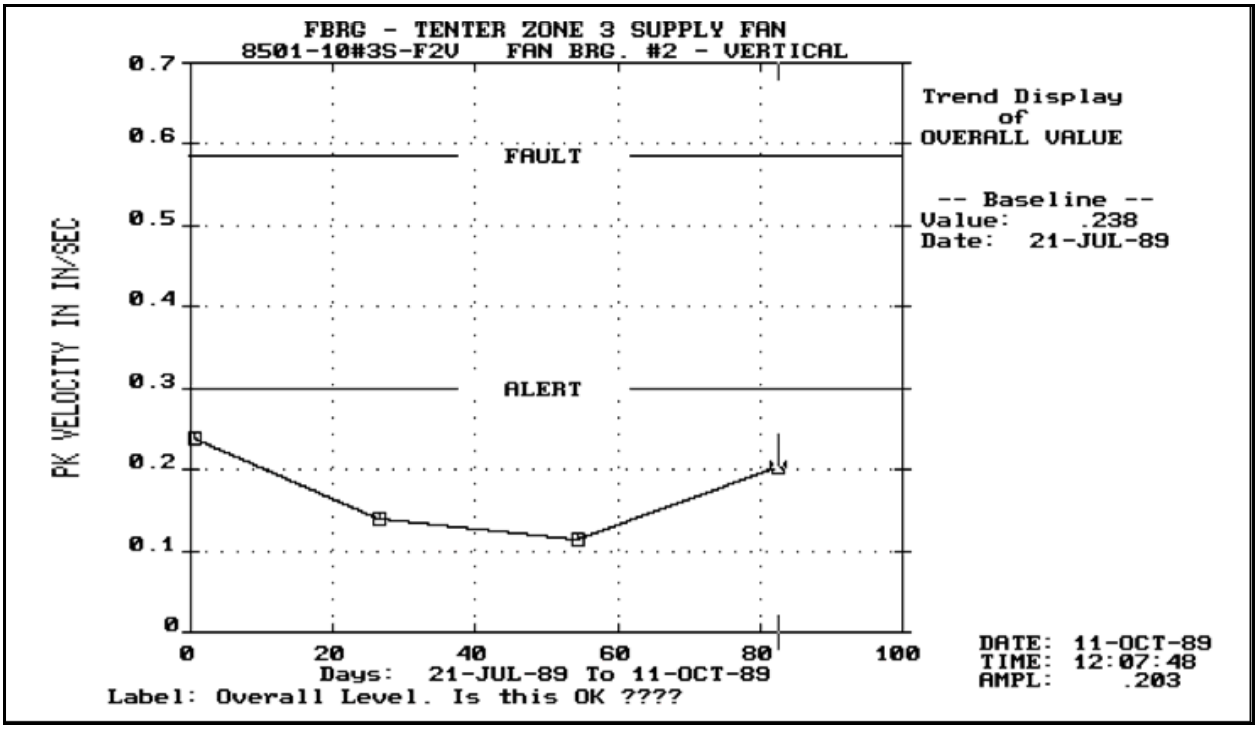
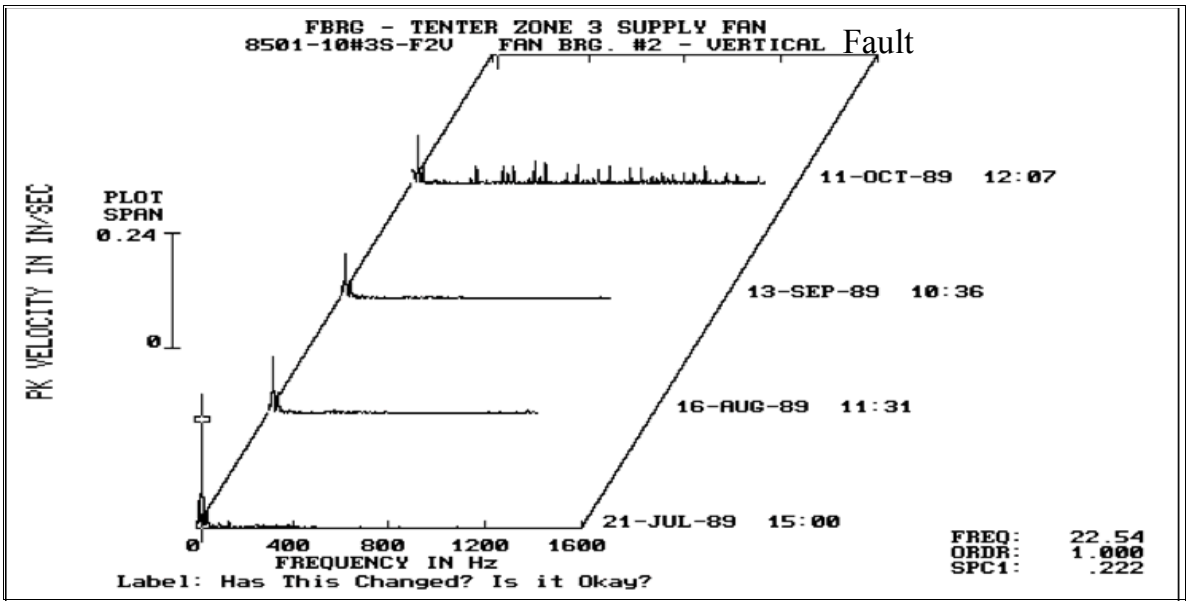
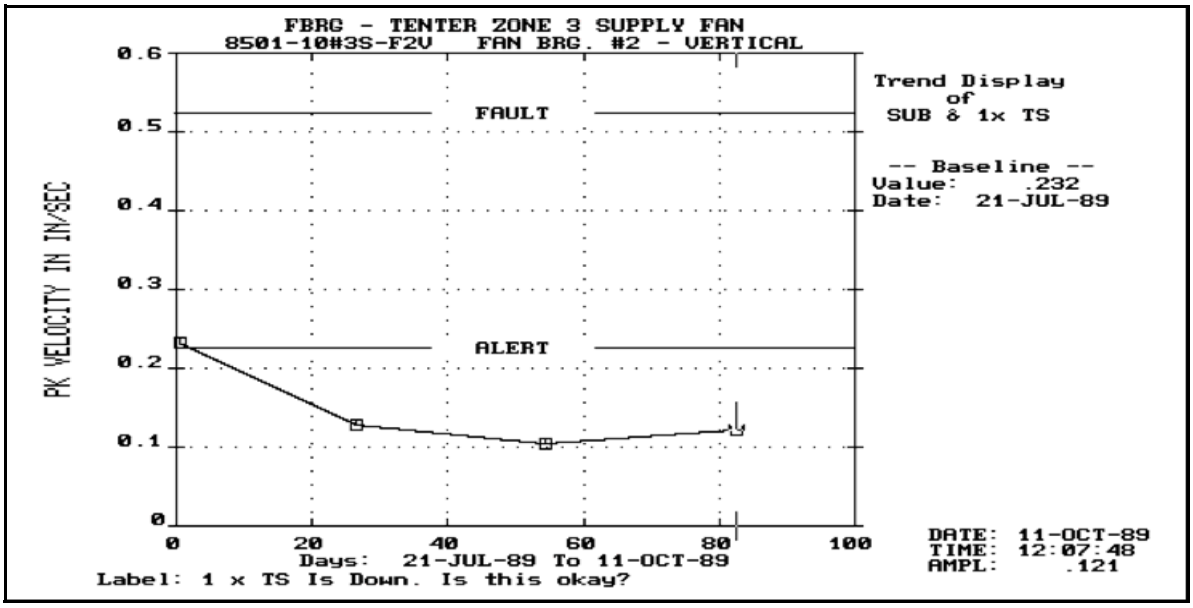
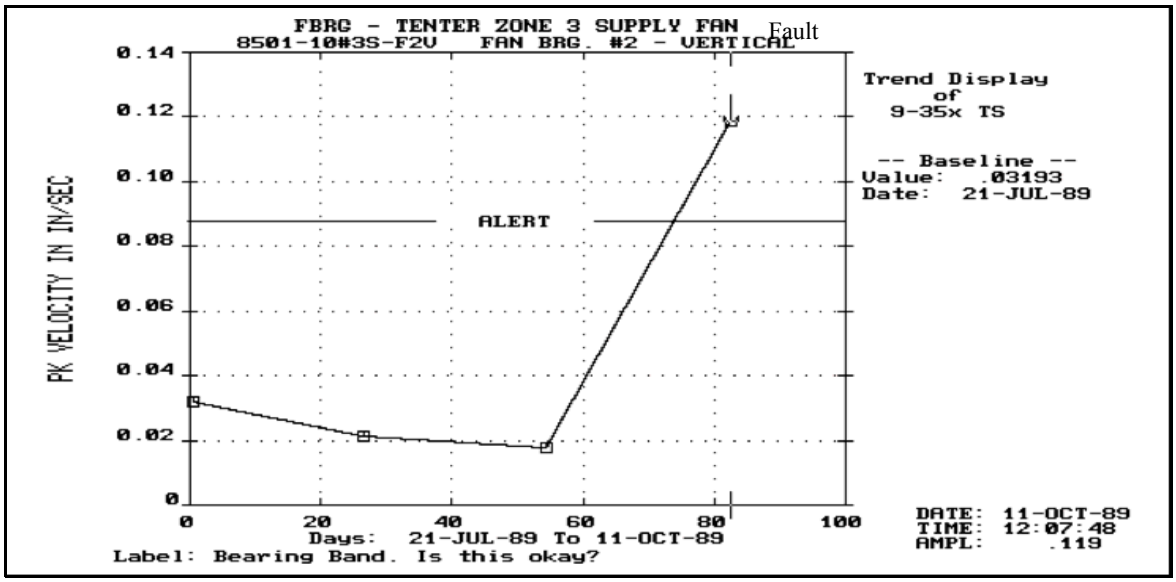

Figure 19
Figure 20
Figure 21
Figure 22
Based on the trend in Figure 19, determine the condition of this machine.
The ability to store and compare spectra greatly enhances any PDM program. For example, the spectra in Figure 20 represent the same data from the overall trend in Figure 19. The spectral comparison shows that, although the overall level decreased, the vibration characteristics have changed significantly. Note the increase in high frequencies and the decrease of the 1x turning speed (RPM or first order) peak. This evidence proves that neither the overall reading in Figure 19 nor that for 1x turning speed (TS) accurately assesses machinery condition. (See Figure 21)
The ability to divide the overall value into selected frequency bands for more discrete alarming and analysis provides a powerful tool for vibration analysis. The trends in Figures 22 and 23 were defined for bearing detection. These alarms differ from those for the overall and for 1xTS shown in Figures 19 and 21. Again, these plots can be misleading without more complete data. This data should be a cause for alarm.